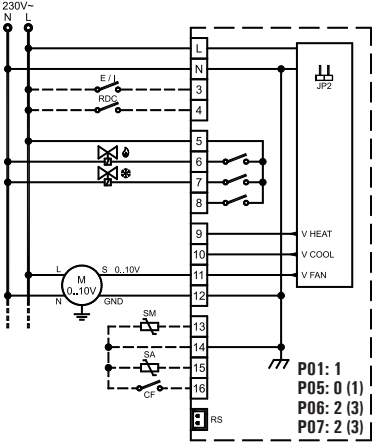

Fig. 8: Schema di collegamento per pilotaggio di due attuatori on/off a 230V ~ per impianto a 4 tubi e pilotaggio proporzionale del ventilatore.
❼ ESEGUIRE I COLLEGAMENTI ELETTRICI SEGUENDO LO SCHEMA DI COLLEGAMENTO PIU' APPROPRIATO (FIG. 8, 9, 10, 11) E LE POSSIBILI VARIANTI (FIG. 12, 13); LEGGERE ATTENTAMENTE IL PARAGRAFO "COLLEGAMENTI ELETTRICI".
PERFORM THE ELECTRICAL CONNECTIONS FOLLOWING THE MOST APPROPRIATE CONNECTION DIAGRAM (FIG. 8, 9, 10, 11) AND THE POSSIBLE VARIANTS (FIG. 12, 13). CAREFULLY READ THE "ELECTRICAL CONNECTIONS" PARAGRAPH.